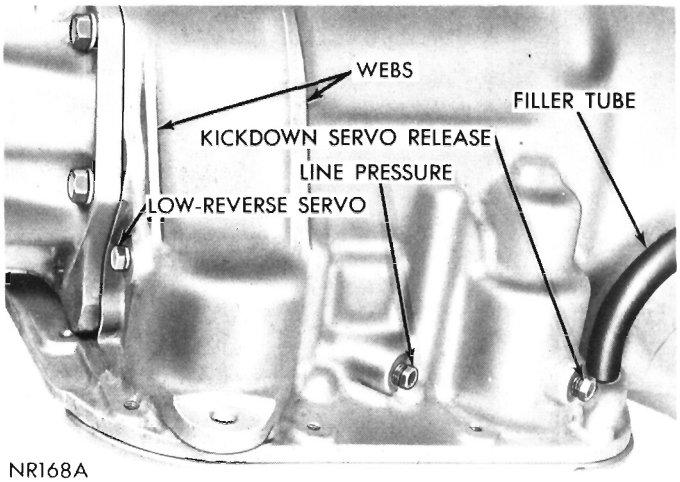

Fig. 20—Pressure Test Locations (Right Side of Case)
(1) Install an engine tachometer, raise vehicle on a hoist and position tachometer so it can be read under the vehicle.
(2) Connect two 0-100 psi pressure gauges, Tool C-3292 to pressure take-off-points at side of accumulator and at front servo release (Fig. 20).
(3) With control in D (drive) position, speed up engine slightly until transmission shifts into direct. (Front servo release will be pressurized in direct.) Reduce engine speed slowly to 1,000 rpm. Line pressure at this time (1,000 rpm) must be 54-60 psi, and front servo release pressure must not be more than 3 psi below the line pressure.
(4) Disconnect throttle linkage from transmission throttle lever and move throttle lever gradually to the full throttle position. Line pressure must rise to a maximum of 90-96 psi just before or at kickdown into low gear. Front servo release pressure must follow line pressure up to kickdown point and should not be more than 3 psi below line pressure.